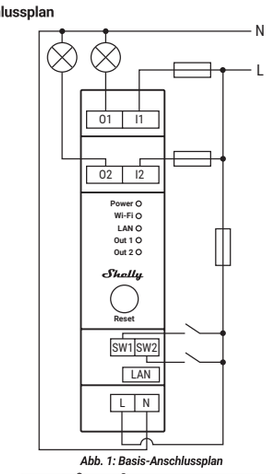

Abb. 1: Basis-Anschlussplan
1. Verbinden Sie die Klemme N mit dem Neutralleiterkabel und die Klemme L mit dem Leitungsschutzschalter, wie in Abb. 1 dargestellt.